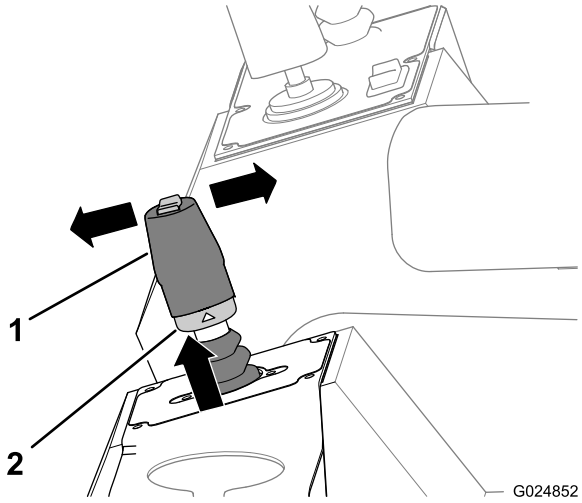

Figura 47
2. Tire hacia arriba del anillo de bloqueo situado en la base del joystick (Figura 47).
- Mueva la palanca hacia adelante (hacia la parte delantera de la máquina) para desplazar la máquina hacia adelante (Figura 47).
- Mueva la palanca hacia atrás (hacia la parte trasera de la máquina) para desplazar la máquina hacia atrás (Figura 47).
4. Suelte el anillo de bloqueo y la palanca (Figura 47).
5. Mueva la palanca a la posición de Punto muerto para detener la máquina (Figura 47).